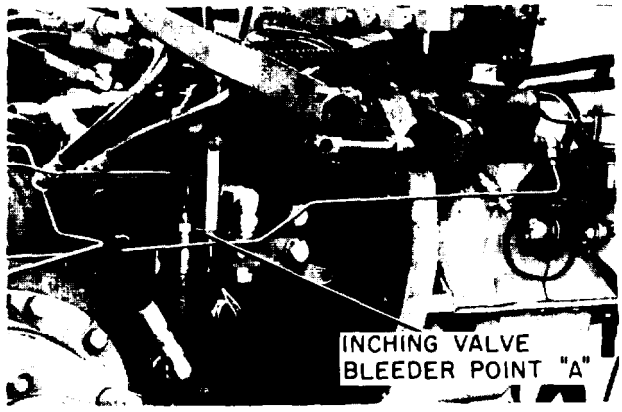

Figure 4-36. Inching Valve Bleed Point
j. Follow the same procedure as outlined above, but start at bleeding point "A," shown in figure 4-36.